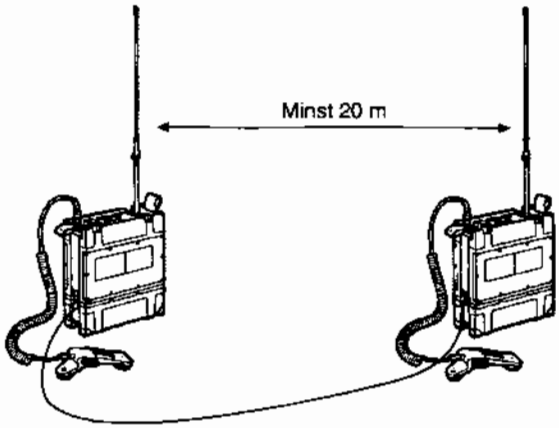

Bild 6. Upprättande av ettnätsrelä och tvånätsrelä
1. Placera radiostationerna eller deras antenner vid fordonsmontage på minst 20 m avstånd från varandra, se Bild 6.